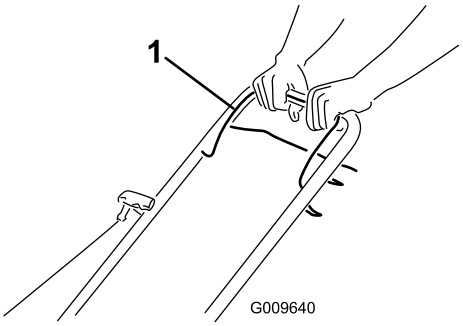

Figuur 10
1. Houd de bedieningsstang van het maaimes (Figuur 10) tegen de handgreep.